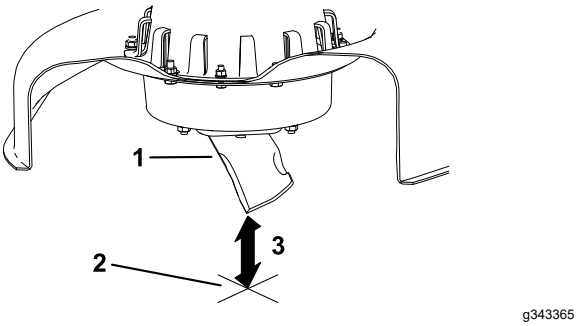

**Figur 32**
5. Mål fra knivtuppen til den flate overflaten (Figur 32).